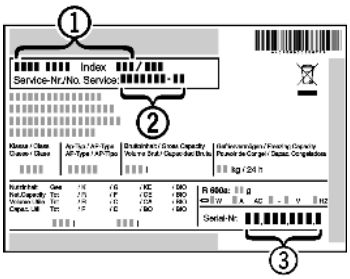

Fig. 41
▶ Read off the appliance name *Fig. 41 (1)*, service no. *Fig. 41 (2)* and serial no. *Fig. 41 (3)* from the model plate. The model plate can be found on the inside of the appliance on the left.